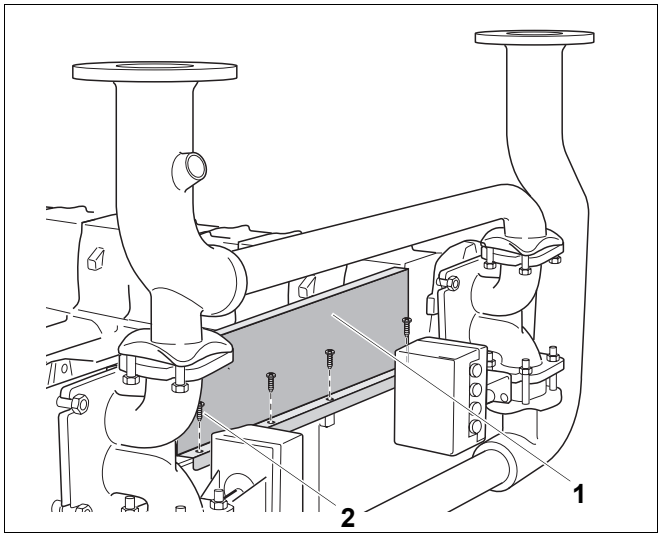

Rys. 35 Montaż ścianki przedniej i elementu środkowego
- Nałożyć ściankę przednią (rys. 35, **poz. 1**) na nakrętki zatrzaskowe i luźno przykręcić czterema śrubami 4,8 × 22 (rys. 35, **poz. 2**).